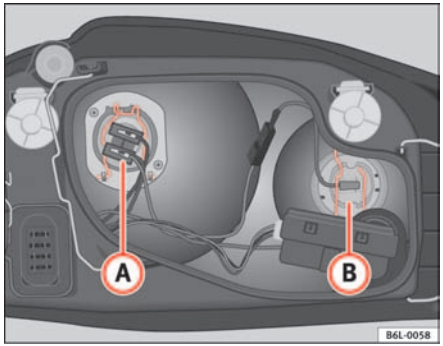

Fig. 143 Main beam lamp
– Remove the lamp cable connector (B) ⇒ fig. 143.